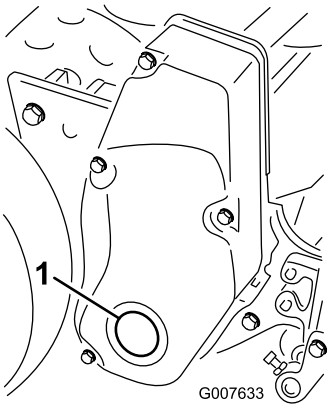

**Figur 60**
1. Fjern pluggen på det høyre spolemotordekslet (Figur 60).